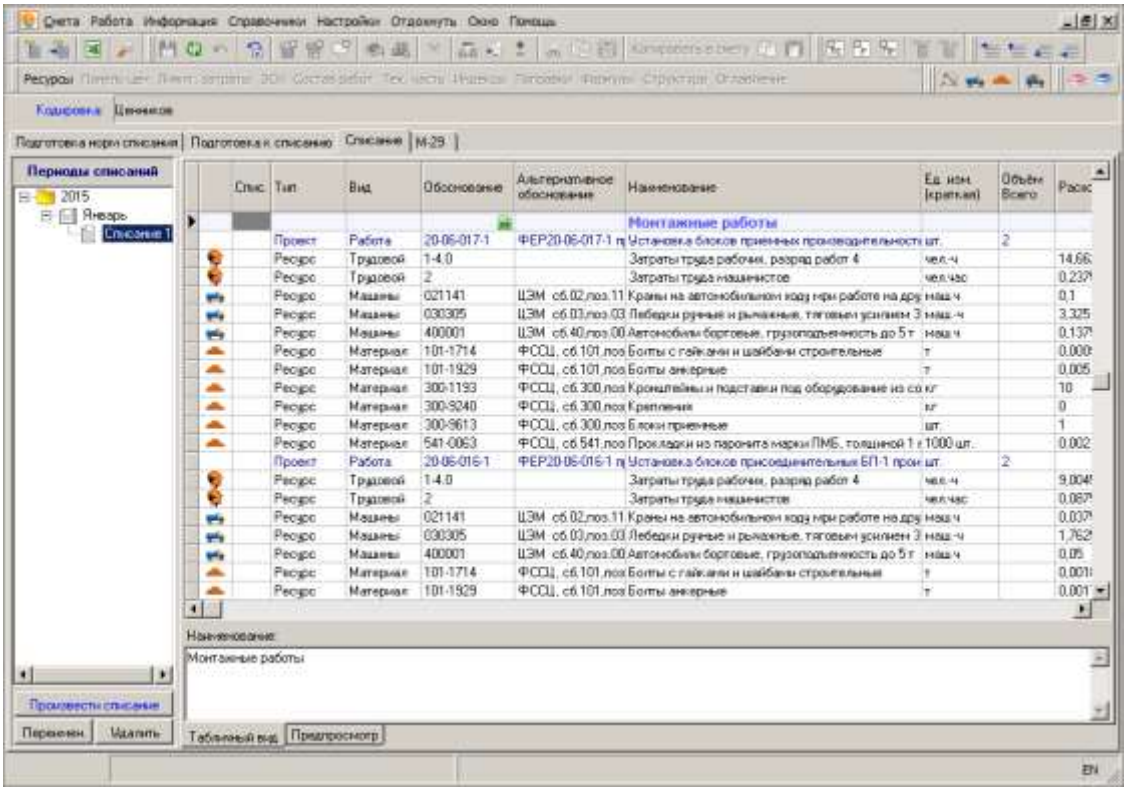

Рис. 5. Списание
30. После создания списания на вкладку **Списание** выводятся данные по списанию ресурсов за выбранный период (см. рис. 5).